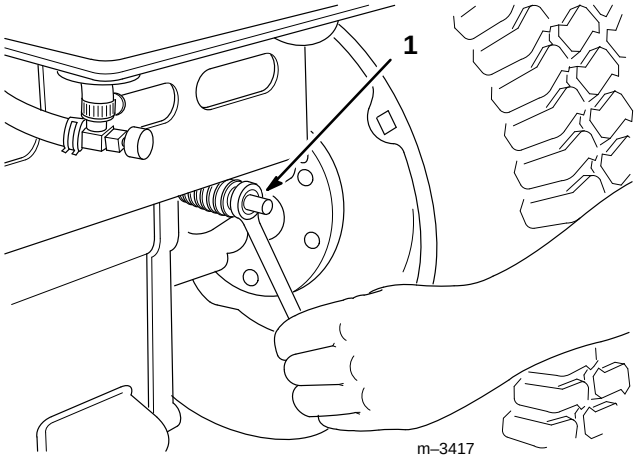

Figure 41
Le réglage du frein se trouve à l’arrière du tracteur (Fig. 41). Si le frein de stationnement n’agit pas suffisamment, il doit être réglé.
4. Tourner l’écrou de réglage du frein (Fig. 41) jusqu’à ce que la course libre de la pédale soit de 5 cm (2”).